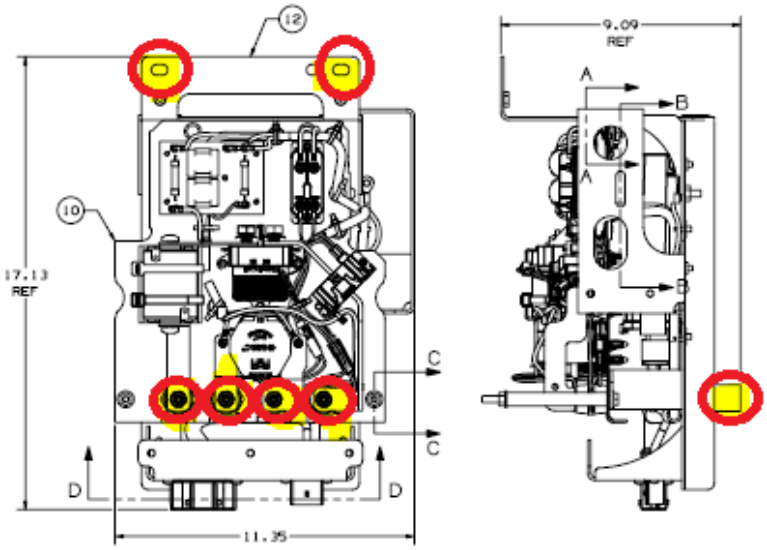

Figure 11: BDU mounting hardware
3.3.2 Remove the 2 bolts at the back side of the BDU assembly that mounts the BDU to the ESS. These two bolts can be seen in the single circle on the right view of Figure 11. Certain